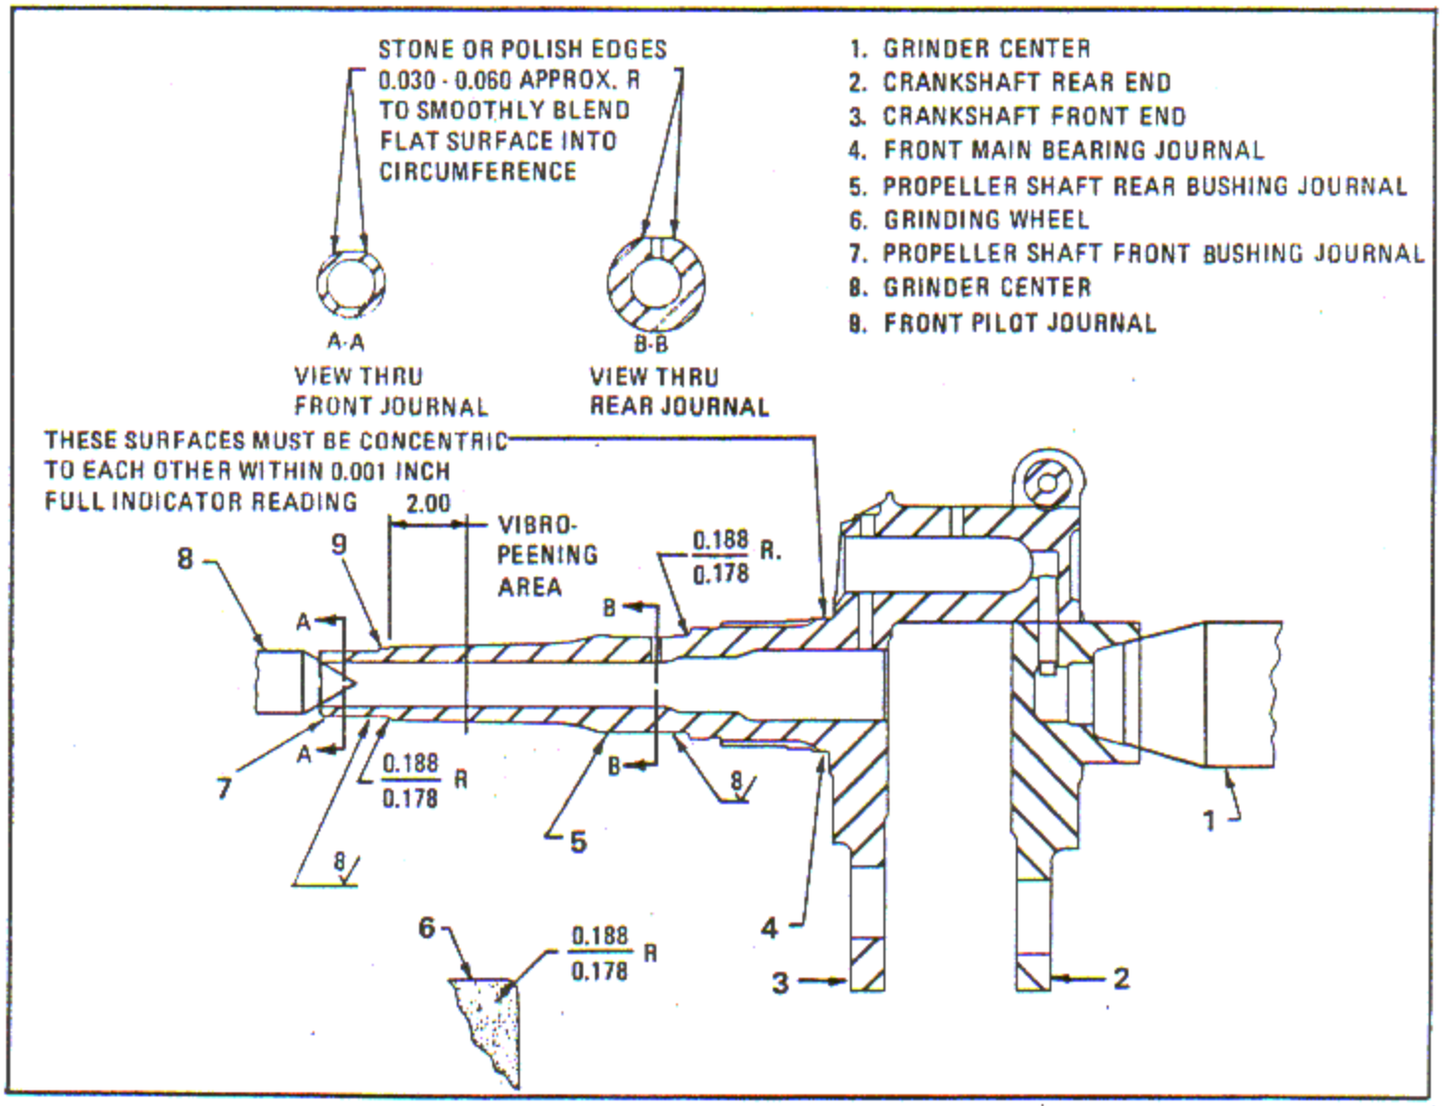

Figure 6-90. Recondition Propeller Shaft Pilot Journals
b. Use a suitable outside diameter grinder and a 36 X 5 X 12 inch grinding wheel (Norton A46-L5 VBA, Norton Co., Worcester 6, Mass. or equivalent). Dress the grinding wheel to incorporate a 0.178 - 0.188 inch radius as shown, figure 6-90.